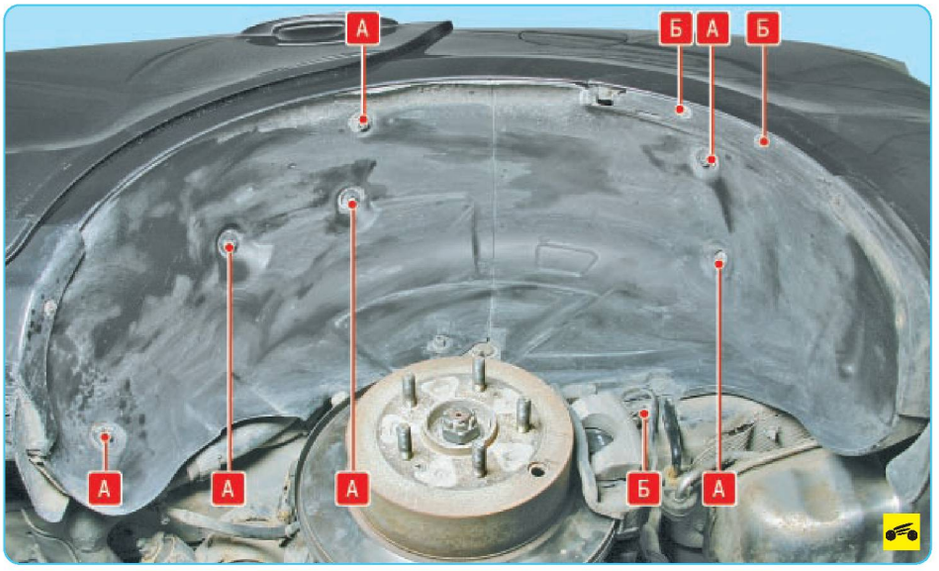

Рис. 11.2. Крепление подкрылка заднего колеса: А – гайка крепления; Б – пистон крепления
1. Отверните шесть гаек **А** (рис. 11.2) крепления подкрылка.